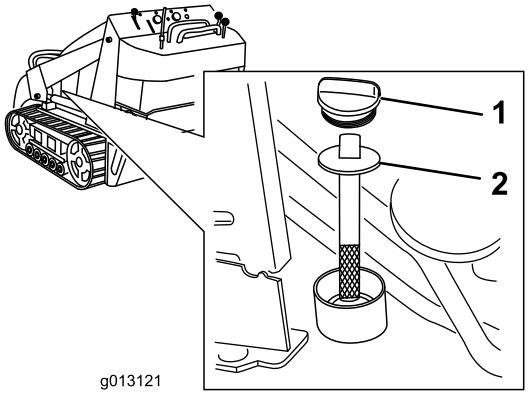

Figur 55
5. Ta bort hydraultanklocket och oljestickan (Figur 55).